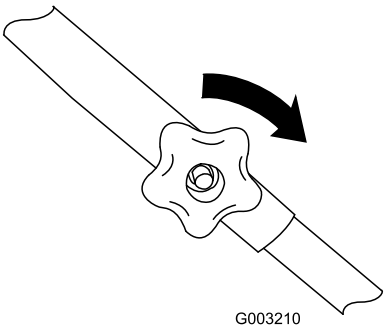

Figura 4
3. Montate i bulloni e le manopole della sezione superiore della stegola, posizionando le manopole sul lato esterno della stegola, e serrate a fondo le manopole (Figura 4).